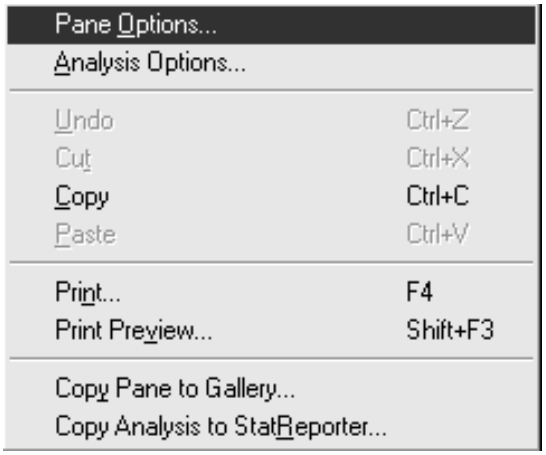

Figure 2-19. Pane... and Analysis...Options on a Pop-Up Menu
2. Choose either Pane Options... or Analysis Options... on the pop-up menu to display the appropriate Options dialog box (see Figure 2-19).